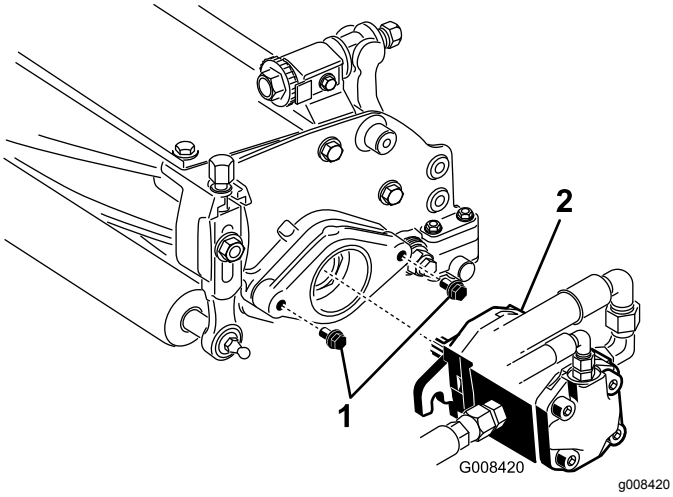

**Figur 11**
7. Kontrollera att cirka 13 mm av gängorna syns på alla fästskruvar till cylinderdrivmotorn (Figur 11).
8. Täck den räfflade delen på motorns axel med rent fett och montera motorn genom att vrida den medsols så att motorflänsarna går fria från tapparna. Vrid motorn moturs till dess att flänsarna omringar tapparna (Figur 11).
9. Dra åt fästskruvarna (Figur 11).